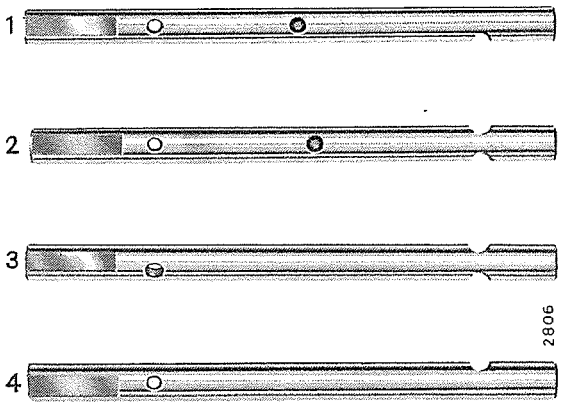

Bild 297
Schaltstangen werden durch Rastkugeln und Federn in ihrer jeweiligen Schaltstellung gehalten (120 und 121), Bild 278. Ferner ist die hintere Schaltstangenlagerung mit einer Sperrkugel-Querverriegelung versehen, welche verhindert, daß zwei Gänge zugleich geschaltet werden können (122). Schaltstangen für Farmall Schlepper haben zur Vermeidung von Ölrückstau oben an ihren vorderen Enden eine Abflachung, oder in neuerer Zeit eine Ölnut, Bild 297 und 290.